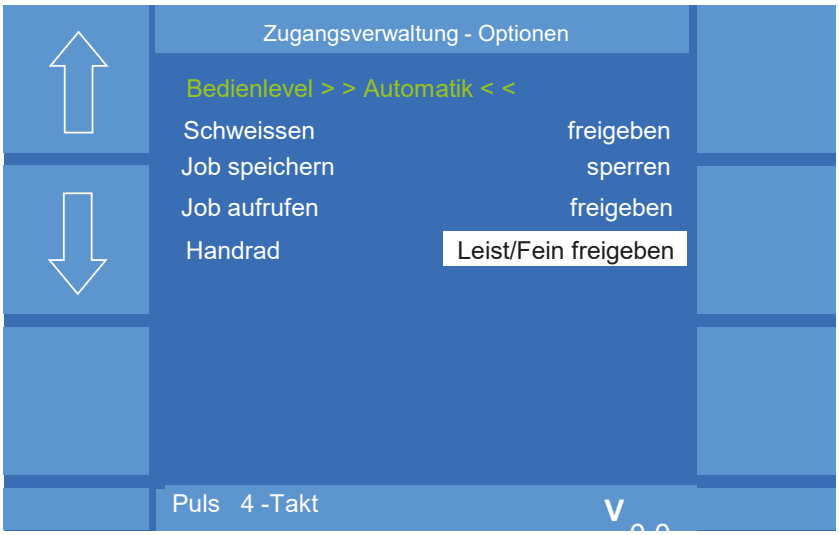

Abbildung 17. Menü "Konfig" - "Zugangsverwaltung" - "Optionen"
- Ist im Menü "Konfig - Zugangsverwaltung/Benutzerverwaltung - Optionen -> Drehknopf" die Funktion "Leist/Fein freigeben" aktiv, so sind die Stellbereiche für Lichtbogenlänge und Dynamik und zusätzlich die Stellbereiche für die Leistung aktiv, siehe Abbildung 17. Alle weiteren Verstellparameter sind gesperrt.